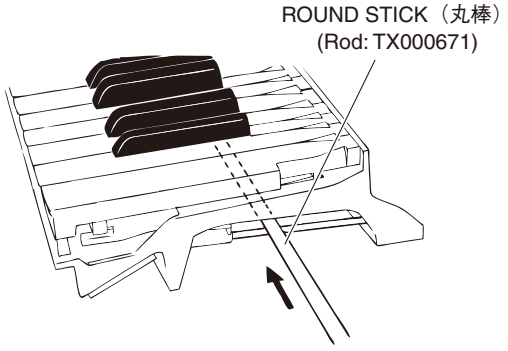

Fig. 25（図 25）
* ***After inserting a round stick (Rod: TX000671) between the frame and the keys, remove the circuit boards. (Fig. 25)***
※ シートをはずす前に、接点ゴムを歪ませないように、フレームとハンマーの間に丸棒（ロッド：TX000671）を挿入しておきます。(図 25)